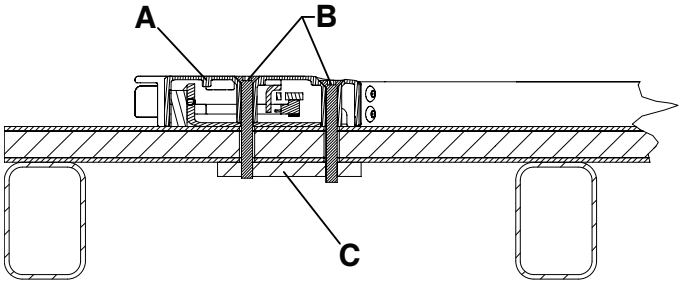
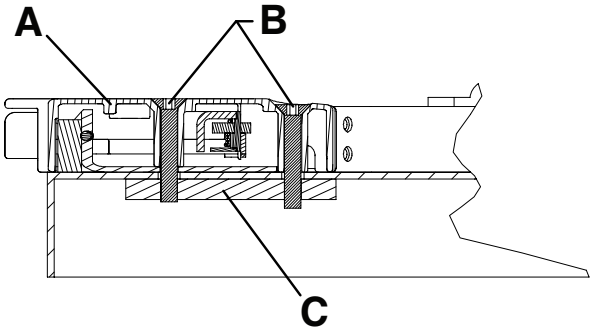

Abbildung 7 – Bodenmontage Fußende – Ansicht 3A
Abbildung 8 – Einschubmontage Fußende – Ansicht 3B
3. Das Schnappschlossgehäuse (A) am Fußende mit Hilfe von vier M8 Senkkopfschrauben (B) (nicht mitgeliefert) mit dem Boden oder dem Einschub verankern.
Hinweis - Eine Stahlspannplatte (C) (oder eine gleichwertige Platte) wird zur zusätzlichen Unterstützung benötigt (nicht mitgeliefert) (Abbildung 7 oder Abbildung 8).